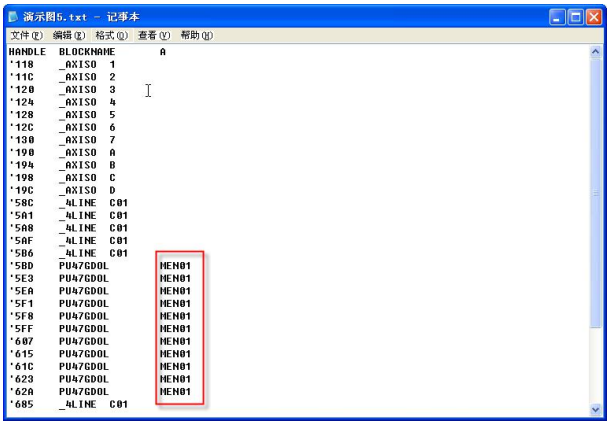

图 13-1-3 导出的属性值
3、打开这个文件对属性值进行编辑。如图 13-1-3 所示 。